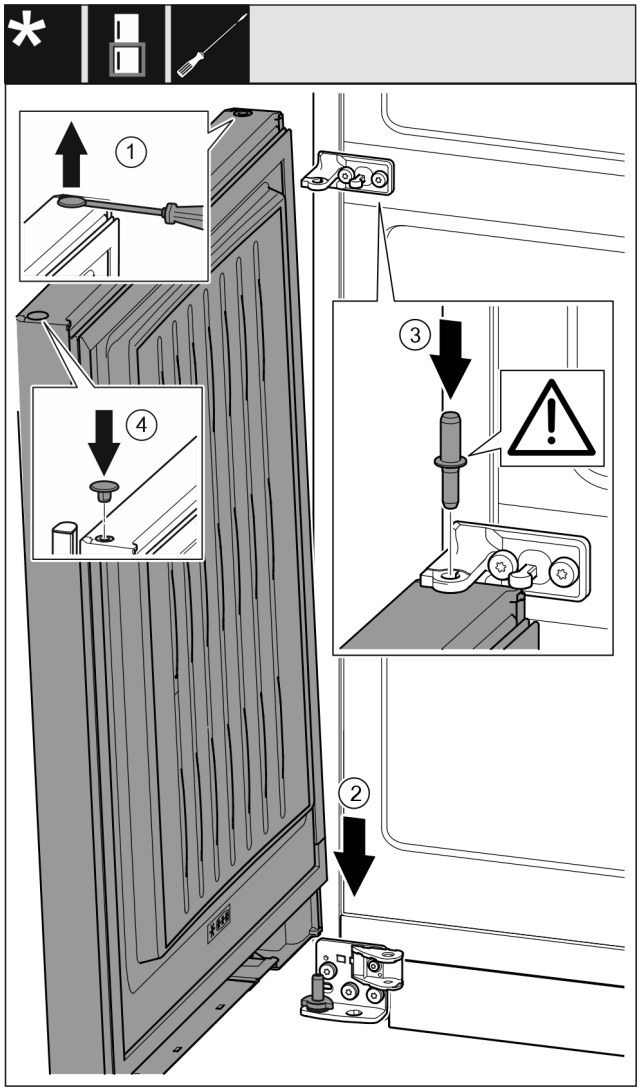

Fig. 57
- ▶ Paceliet uzmanīgi ar plakano skrūvgriezi un izvelciet ārā aizbāzni *Fig. 57 (1)*.
- ▶ Uzlieciet durvis *Fig. 57 (2)* no augšas uz apakšējās gultņa tapas.
- ▶ Ievietojiet vidējo gultņa tapu *Fig. 57 (3)* vidējā gultņa balstā apakšējās durvīs. Uzmaniet, lai fiksācijas izcilnis būtu vērsts virzienā uz aizmuguri.
- ▶ Ievietojiet atpakaļ aizbāzni *Fig. 57 (4)* otrā durvju pusē.